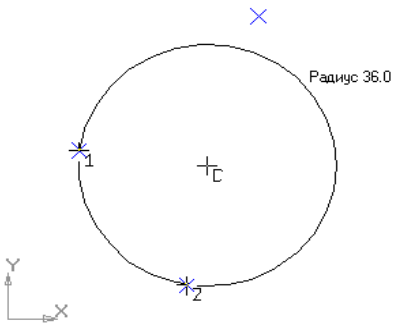

Рис. 11.9.
3) Выберите вторую точку по аналогии с первой. Если сейчас перемещать курсор в рабочем поле, то увидите различные варианты окружностей (рис. 11.9), которые можно провести через две выбранные точки.